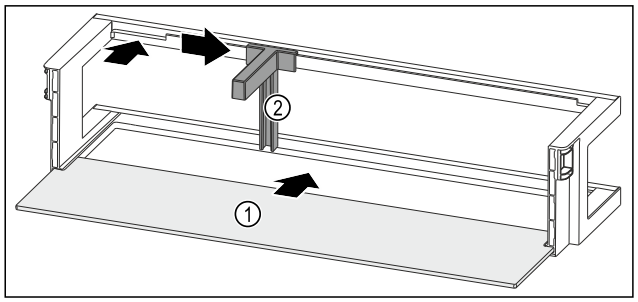

*Fig. 95 Door rack with shelf*
▶ Push the shelf *Fig. 95 (1)* into the side recesses.
▶ Insert the bottle holder *Fig. 95 (2)* in the recess.
▶ Push the bottle holder *Fig. 95 (2)* to the desired position to the side.